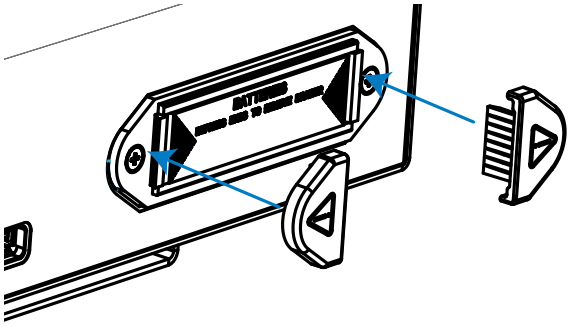

Figure 6: Place retainers on the battery holder.
4.- Place the 2 retainers on the battery holder, **Figure 6**.